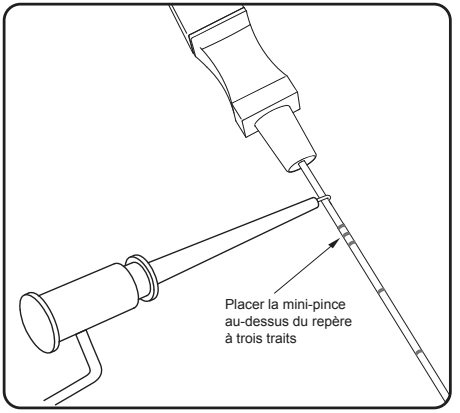

Figure 6. Connecter le câble de stimulation test de l'aiguille à l'aiguille pour infiltration foraminale
3. Clipper l'extrémité de la pince du câble de stimulation test de l'aiguille à la section non isolée de l'aiguille pour infiltration foraminale (juste en dessous du collet et au-dessus du repère à trois traits sur l'aiguille pour infiltration foraminale) (**Figure 6**).